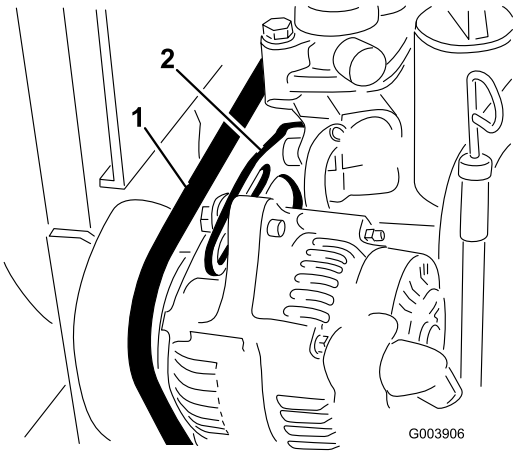

Figur 69
2. Kontroller generatorremmens tilspænding ved at trykke den ned (Figur 69) midt mellem generatoren og krumtapakslen med en belastning på 10 kg.
3. Løsn den bolt, der fastholder afstiveren til motoren (Figur 69), og den bolt, der fastholder generatoren til afstiveren.